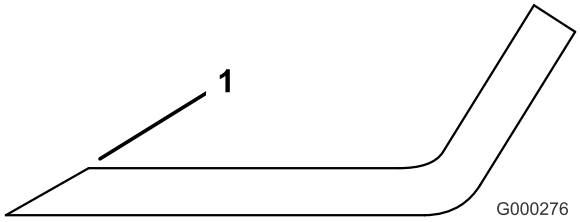

Figura 67
1. Affilate il tagliente da entrambe le estremità della lama (Figura 67). Rispettate l'angolazione originale. La lama conserva il proprio equilibrio soltanto se viene rimossa una quantità uguale di materiale da entrambi i taglienti.